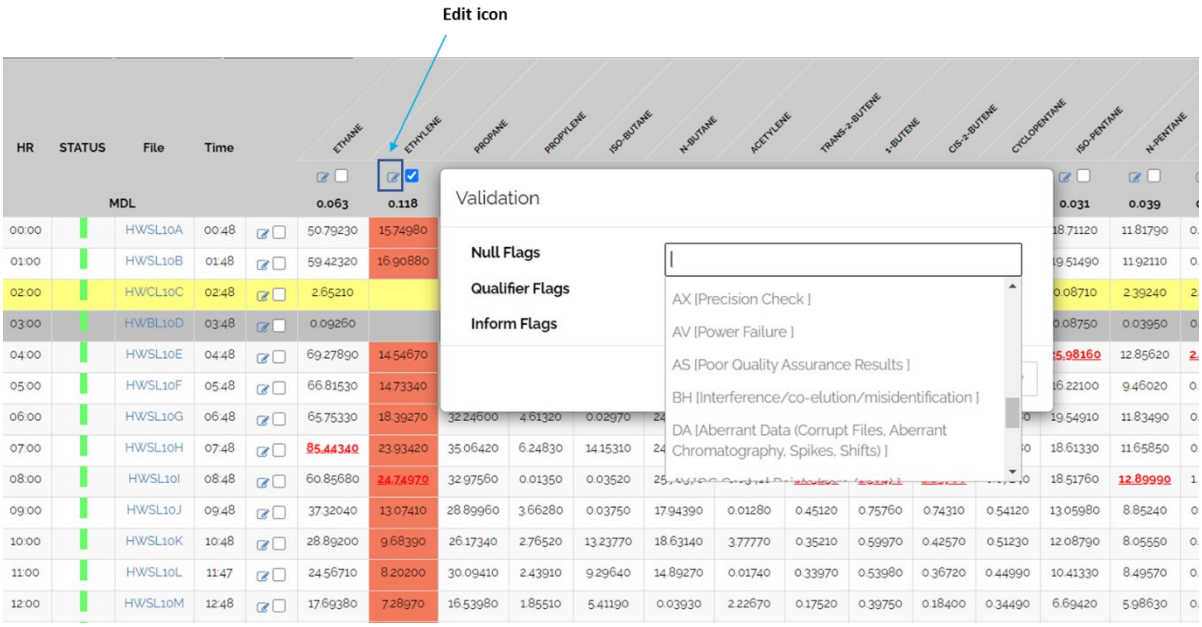

Figure 10. Flagging hourly data in MAX
- Select Site (HW), Date and "GO"
- On the "Single Day and Validation" option, targets can be flagged for individual days by selecting the column for the chosen component (click in the box at the top of the column) and then using the edit icon to enter the desired code and select "Apply" (**Figure 10**)